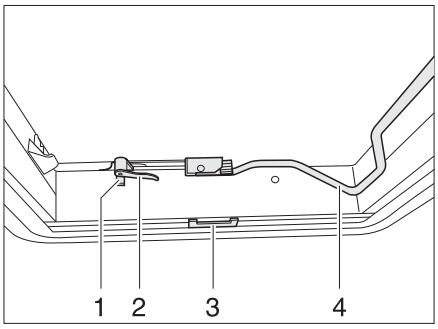
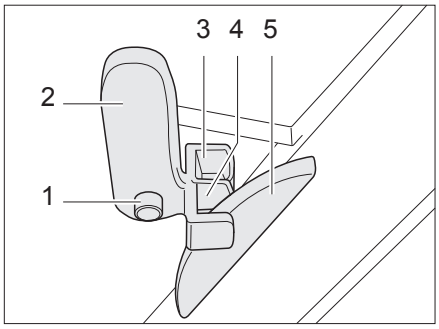

Fig. 46 Heki skylight, closed
Fig. 47 Heki skylight in ventilation position 1
- Press the safety knob (Fig. 46,1) and turn the catch lever (Fig. 46,2) one quarter turn inward.
- Pull the bar (Fig. 46,4) downwards out of the latch.
- Turn the catch levers (Fig. 46,2 and Fig. 47,2) one quarter turn. The hook of the roof lock (Fig. 47,5) must engage in the upper locking fork (Fig. 47,3).
- Press the safety knob (Fig. 47,1) and turn the catch lever (Fig. 47,2) back. The hook of the roof lock (Fig. 47,5) must engage in the lower locking fork (Fig. 47,4).